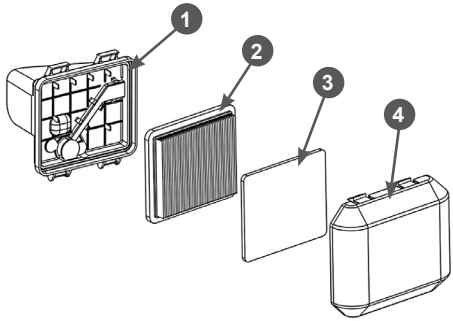

Рис. 19. Обслуживание воздушного фильтра
1. Нажмите на фиксаторы и снимите крышку 4 воздушного фильтра (Рис. 19).
2. Извлеките из крышки воздушного фильтра предварительный фильтрующий элемент 3 (Рис. 19).
3. Извлеките основной фильтрующий элемент 2 (Рис. 19).
7. Очистите крышку 4 и корпус 1 воздушного фильтра от загрязнений, не допуская попадания грязи в воздуховод, ведущий к карбюратору (Рис. 19).